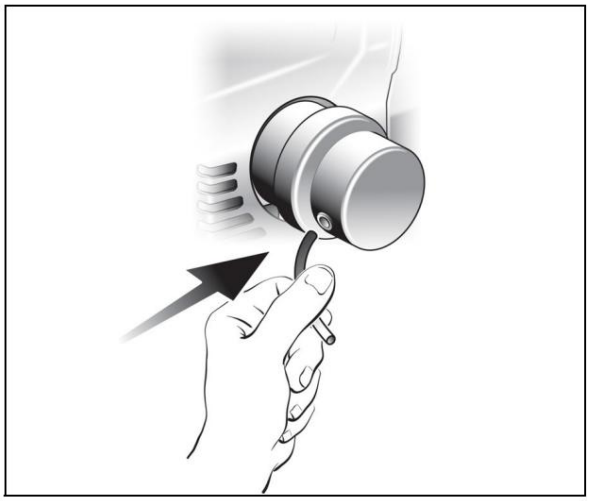

Fig. 6: Montaje del filtro de aire
Paso 2: Si está incluida, inserte la pequeña manguera de succión en la cubierta del filtro (Fig. 6).